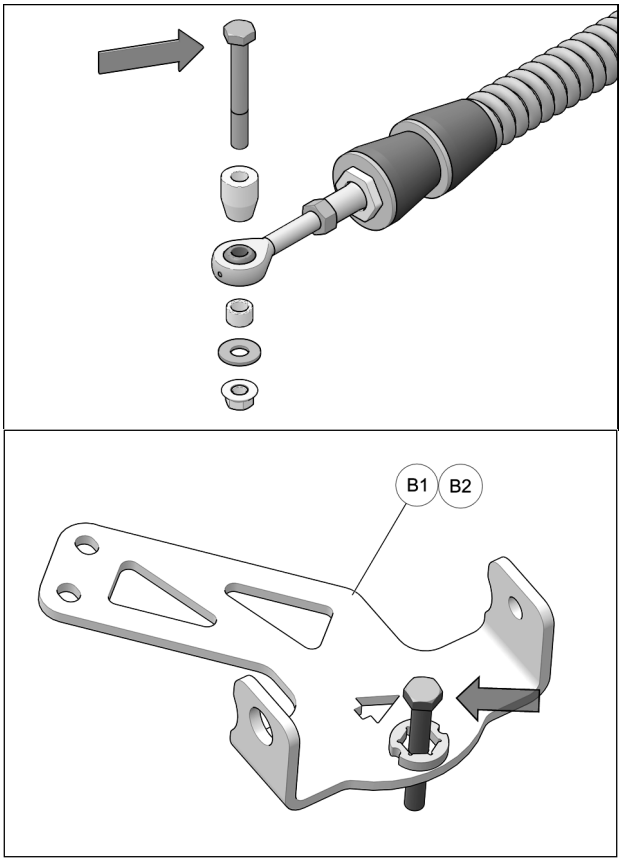

Fig. 3
4. Enlever les boulons, rondelles et espaceurs des rotules des bras stabilisateurs des systèmes arrière. Insérer un boulon dans chacun des ancrages (**B1**-**B2**) de suspension arrière tel que montré a la Fig. 3